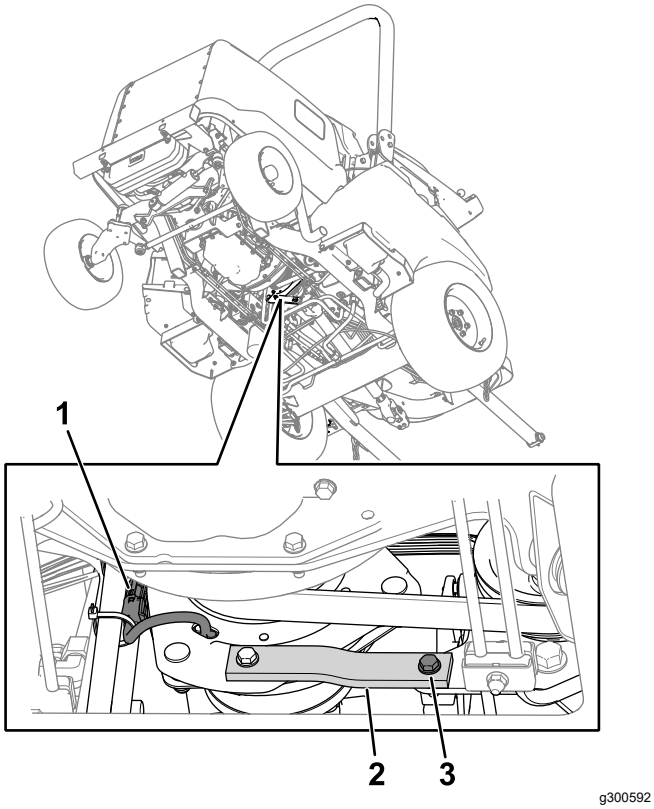

**Bild 75**
2. Ziehen Sie den Anschluss des Kabelbaums der Kupplung vom Maschinen-Kabelbaum ab (Bild 75).
3. Entfernen Sie die Schraube, Unterlegscheibe und Mutter vom Gummiband (Bild 75) am Rahmen.